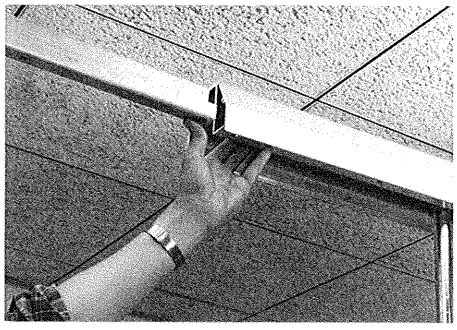

FIG. 3
4. Take four "J" channels and slide two channels into each track end (Fig. 3). Align the holes in the "J" channels over the holes in the end of the track.